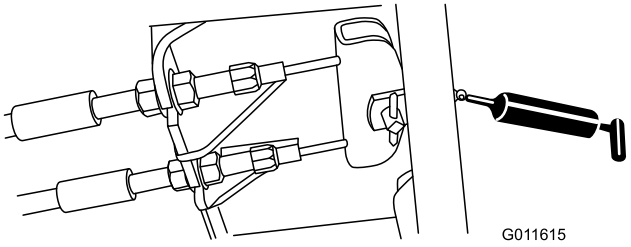

Figura 51
- Pedal de freno (1) (Figura 51)